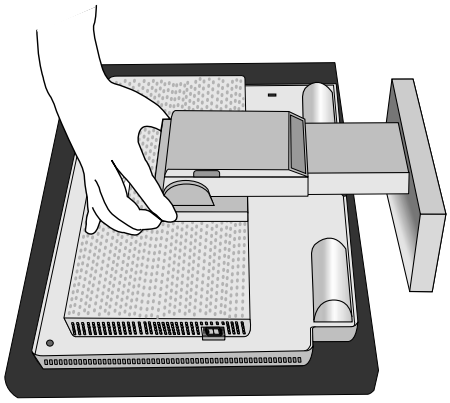
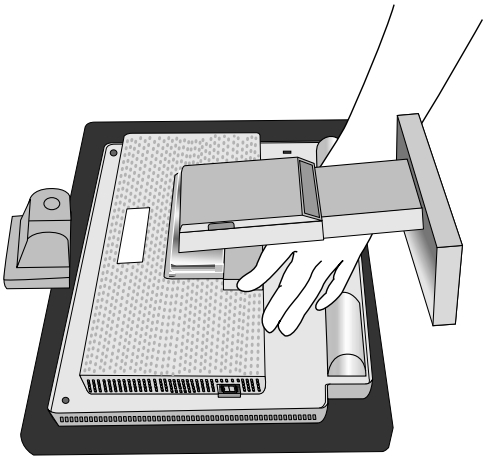

Figure R.1
Figure R.2
4. Retirez le couvercle à charnières (**Figure R.1** et **Figure R.2**).